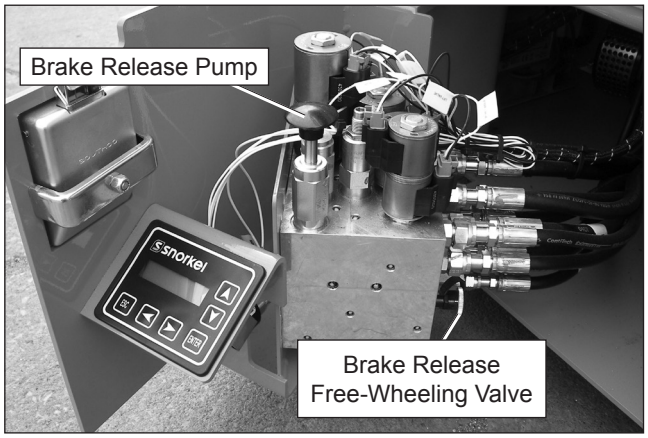

Figure 11.5 – Hydraulic Tray
2. Unlatch and swing out the control valve tray on the right side of the machine. The brake release/ free-wheeling valve is located on the back of the hydraulic manifold (refer to Figure 11.5).